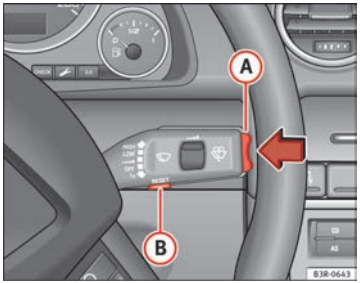

Abb. 63 Scheibenwischerhebel: Resettaste und Wippschalter
Funktionen der Reset-Taste (B) ⇒ Abb. 63 und des **Wippschalters** (A).